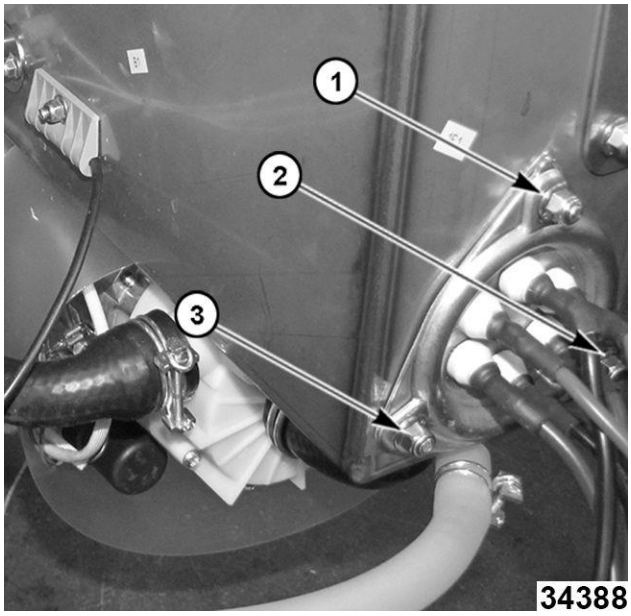

Fig. 102
11. Retire las tres contratuercas (1, 2 y 3, Fig. 102) que sujetan la resistencia del sobrecalentador.
- Apriete las tuercas inferiores (2 y 3 Fig. 102) antes de apretar la tuerca superior (1, Fig. 102).